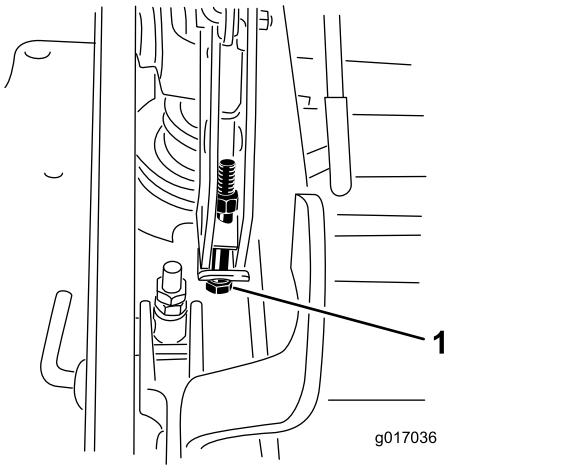

**Figur 80**
13. Hvis skjoldet er for lavt, skal bolten til enkeltpunktsjusteringen drejes med uret, så den strammes. Hvis skjoldet er for højt, skal bolten til enkeltpunktsjusteringen drejes mod uret, så den løsnes (Figur 80).